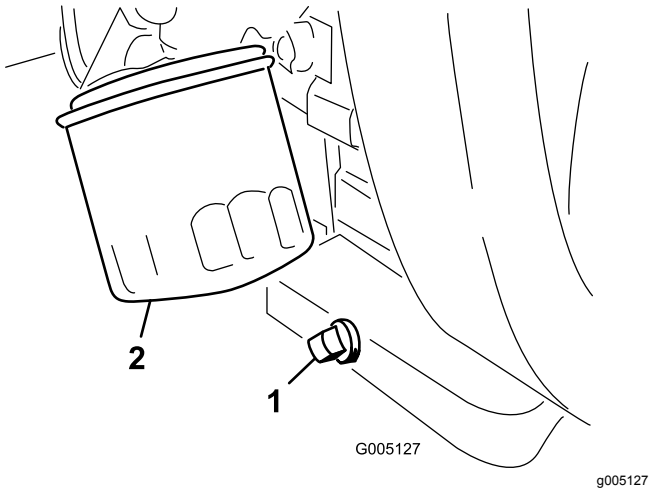

Figur 47
1. Fjern tappepluggen (Figur 47), og la oljen renne ned i et tappefat. Når oljen slutter å renne, setter du tappepluggen på igjen.
2. Ta av oljefilteret (Figur 47). Stryk et tynt lag med ren olje på den nye filterpakningen.